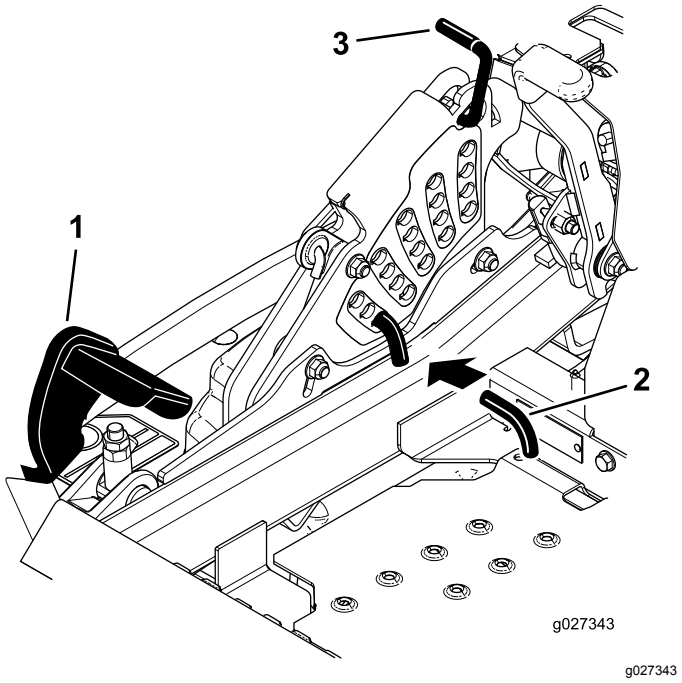

Figuur 25
2. Trap het maaidekpedaal in en breng het maaidek omhoog tot de transportstand (dit is tevens de maaihoogtestand van 140 mm), zie Figuur 25.
3. Om dit aan te passen, draait u de pen 90 graden en verwijdert u de pen uit de maaihoogtebeugel (Figuur 25).
4. Kies de opening in de maaihoogtebeugel die overeenkomt met de gewenste maaihoogtestand, en steek de pen daarin (Figuur 25).